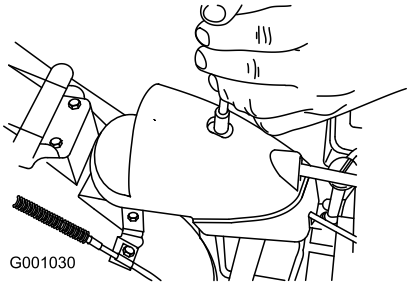

Figur 54
1. Fjern festene på girdekslet (Figur 54), løft fronten på dekslet opp og skyv det bakover så det ikke er i veien.